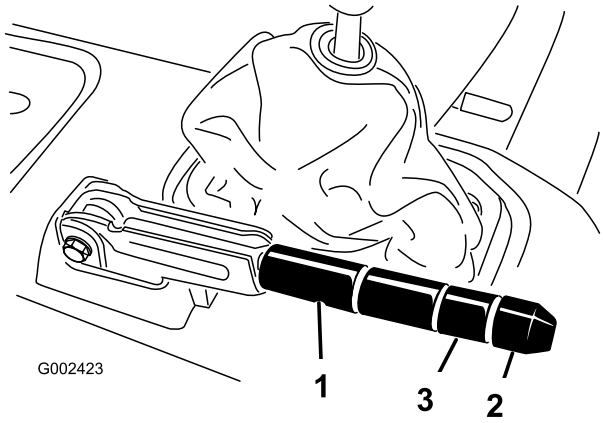

**Figur 63**
2. Løsn sætskruen, der holder skruen fast til parkeringsbremsehåndtaget (Figur 63).